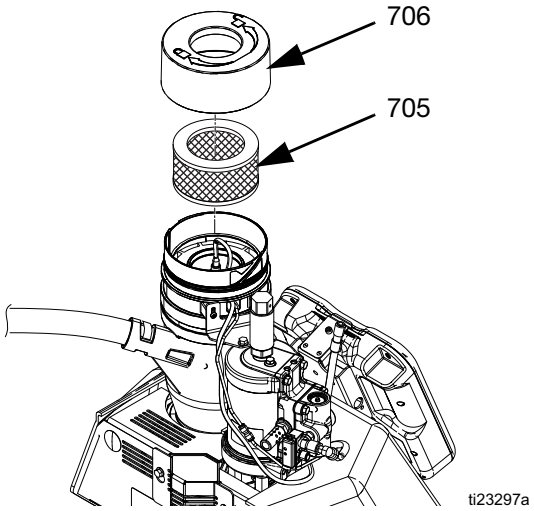

**FIG. 25**
*Disassembly (see FIG. 25):*
*Reassembly (see FIG. 25):*
1. Insert filter (705) in funnel assembly. Tighten funnel cap (706) on funnel.